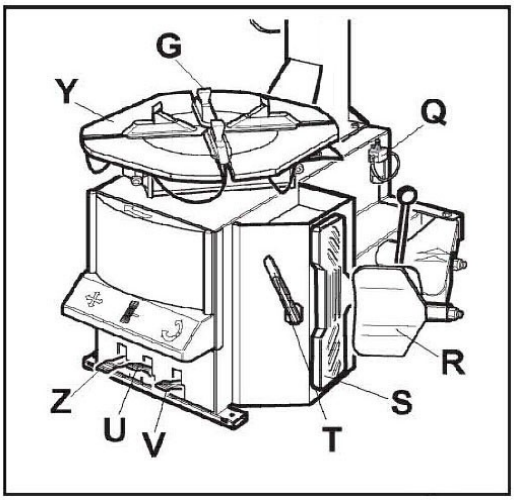

Рис. 6
- Нажатие на педаль (U) приводит в действие отжимную лопатку (R); при опускании педали лопатка должна возвращаться в исходное положение.Рис. 6.
- При нажатии на педаль (Z) должны открываться 4 зажимных кулачка (G), при повторном нажатии на педаль - закрываться.